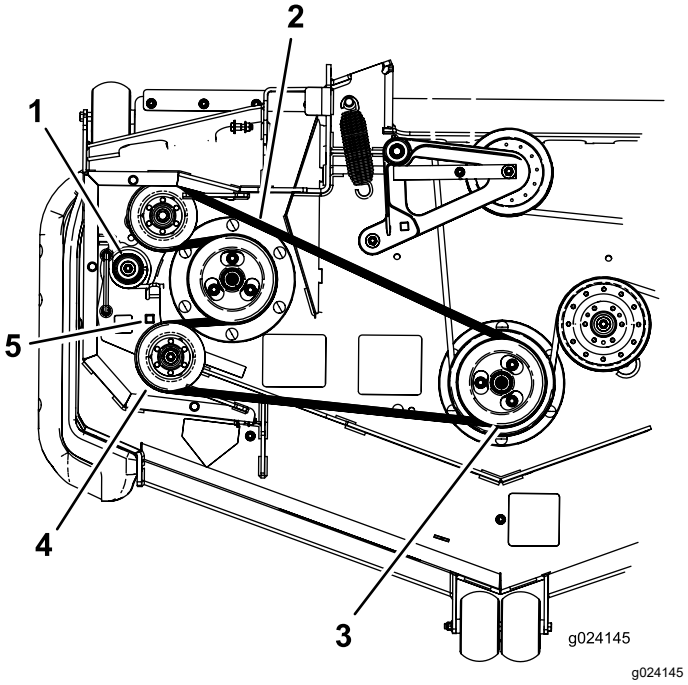

Figur 89
7. Bruk en skralle i det firkantede hullet i lederullarmen for å redusere spenningen på blindfjæren (Figur 89).
8. Ta remmen av klippeenhetens remskive (Figur 89).
9. Ta remmen av de gjenværende remskivene (Figur 89).
11. Bruk skrallen i det firkantede hullet til å frigjøre spenningen i fjæren, og montere den nye remmen rundt lederullene (Figur 89).